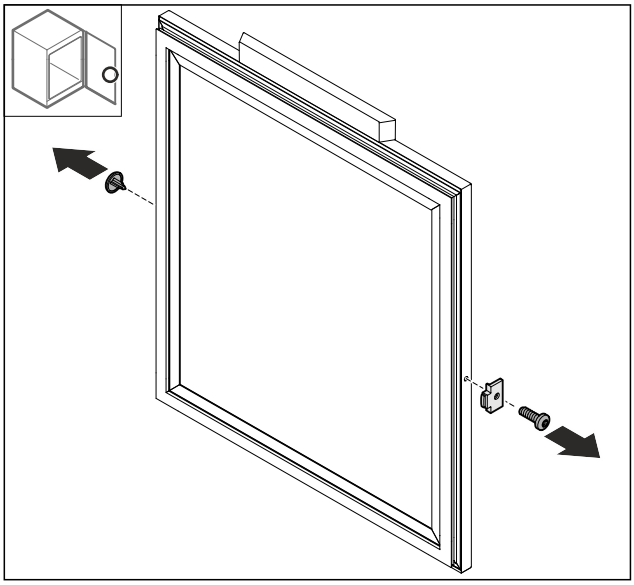

Fig. 75
▶ Retirar la cubierta *Fig. 75 (1)*.
▶ Desmontar el tope de puerta *Fig. 75 (2)*.